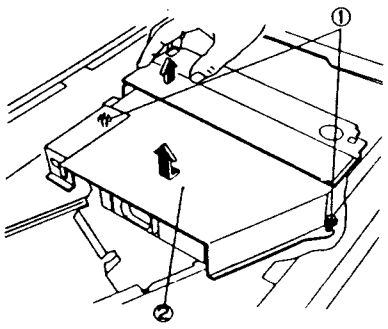

Рис. 1 NZM-0083
8. (Рис. 1): Снимите экран блока оптики.
①. Ослабьте винты (2).
②. Поднимите задний конец каретки зеркала и снимите экран узла оптики.